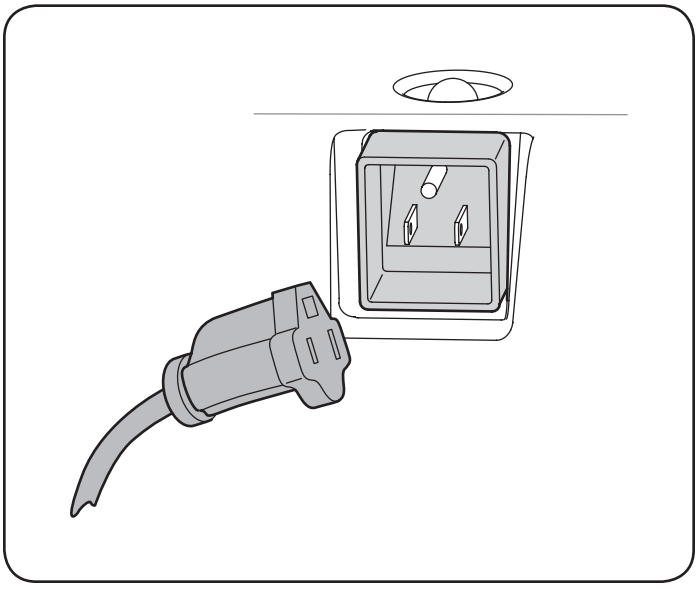

Figure 11
1. Plug the extension cord into the outlet located on the engine's surface. Plug the other end of extension cord into a three-prong 120-volt, grounded, AC outlet in a well-ventilated area See Figure 11.